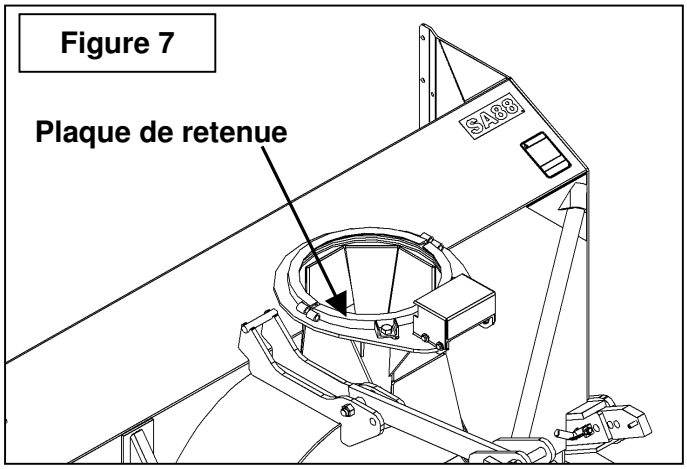

Figure 7
1. **Figure 7:** La souffleuse, telle que livrée. (Le modèle peut différer).